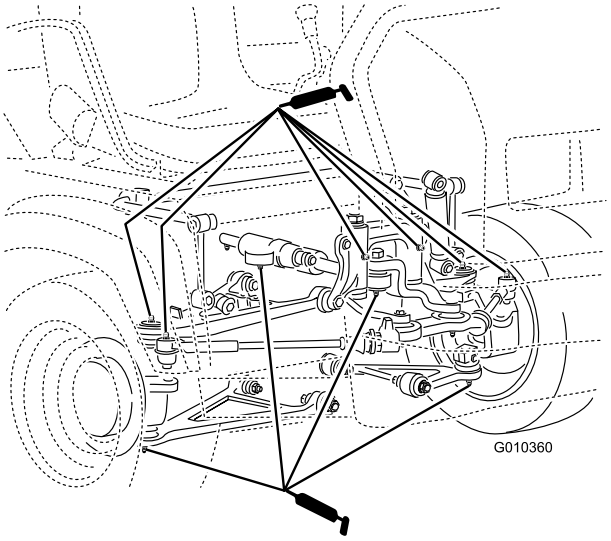

Figur 38
- Kulleder (4), dragstänger (2), ledfästen (2) och styrcylinder (2) (Figur 38)